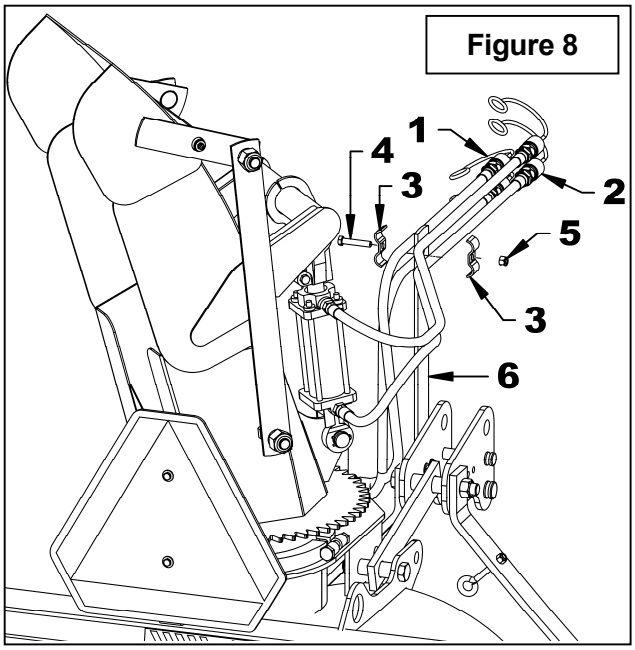

Figure 8
16. **Figure 8:** Attach the motor and cylinder hoses (items 1-2) on each side of the hose support (item 6) with two hose clamps (item 3), a 3/8"NC x 2" hex. bolt (item 4) and a 3/8"NC nylon insert nut (item 5).